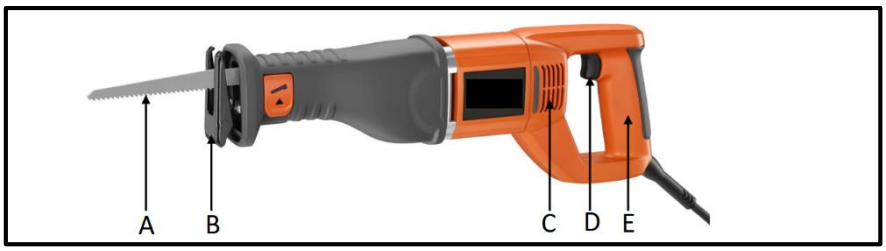

FIGUUR 1
1.3 FIGUUR 1 hier onder toon 'n wederkerige masjien.